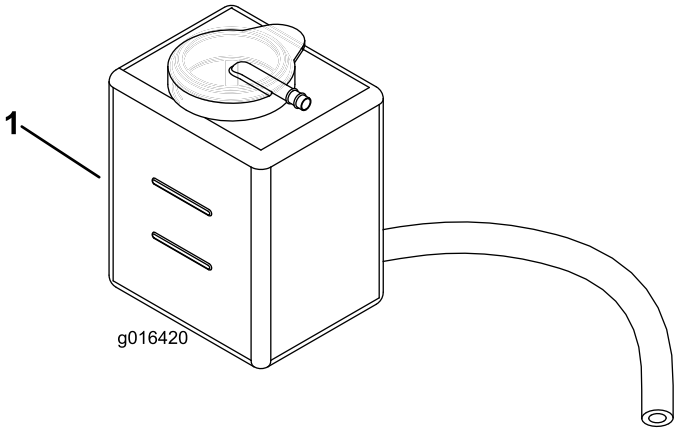

Figur 26
2. Kontroller kølervæskestanden (Figur 26). Kølevæsken skal være mellem linjerne på reservetanken, når motoren er kold.